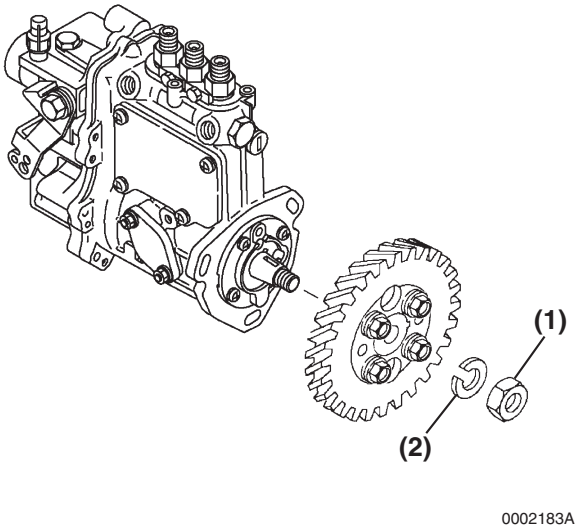

Figure 7-14
18. Once the fuel injection pump drive gear and hub assembly have “popped” loose from the tapered fuel injection pump drive shaft, carefully remove the drive gear nut **(Figure 7-14, (1))** and lock washer **(Figure 7-14, (2))**.